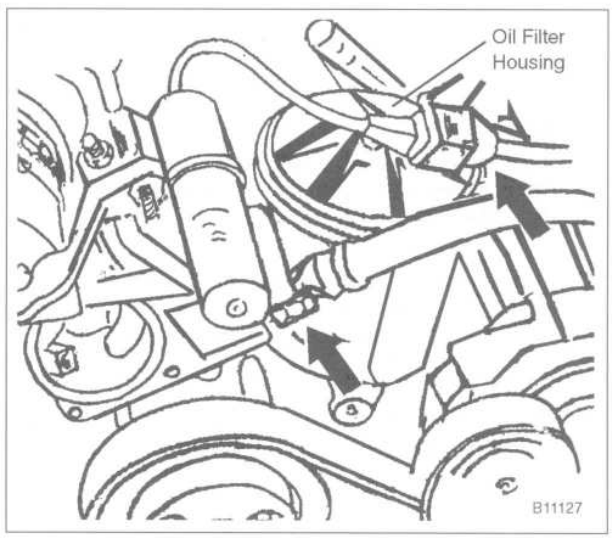

Fig. 14. VANOS solenoid connector and oil supply line banjo bolt (**arrows**).
24. On 1993 and later cars, disconnect the harness connector from the VANOS solenoid at the front of the cylinder head. Remove the oil line fitting at the bottom of the VANOS control unit. See Fig. 14.